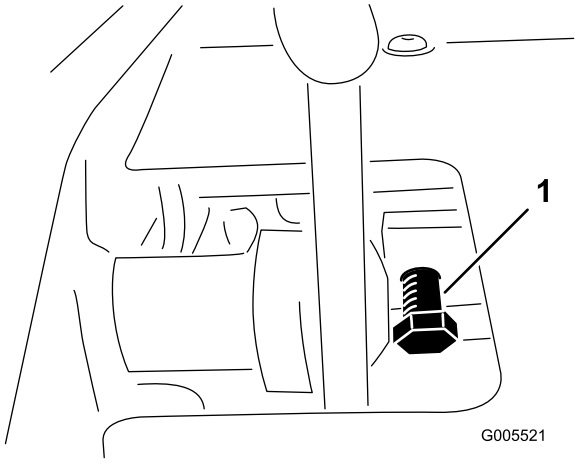

Figuur 53
1. Zet de borgmoer van de pedaalvergrendelingsbout los (Figuur 53).